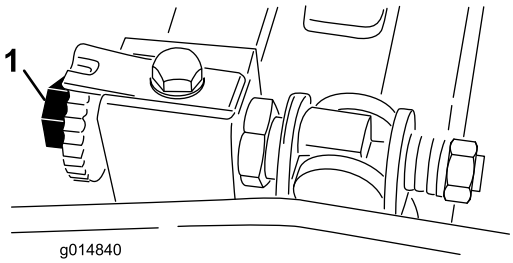

Rysunek 45
3. Obróć wirnik, aby ostrze przechodziło między łbami pierwszej i drugiej śruby noża dolnego po prawej stronie zespołu tnącego (Rysunek 45).
6. Obróć prawą śrubę regulacyjną noża dolnego do momentu, aż poczujesz lekki opór (tj. ściąganie) na podkładce poprzez przesuwanie jej z jednej strony na drugą (Rysunek 45).